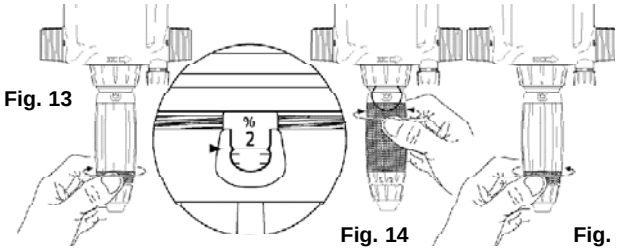

Fig. 13 **Fig. 14** **Fig. 15**
- Allentare il dado di ritenuta (**Fig. 13**).